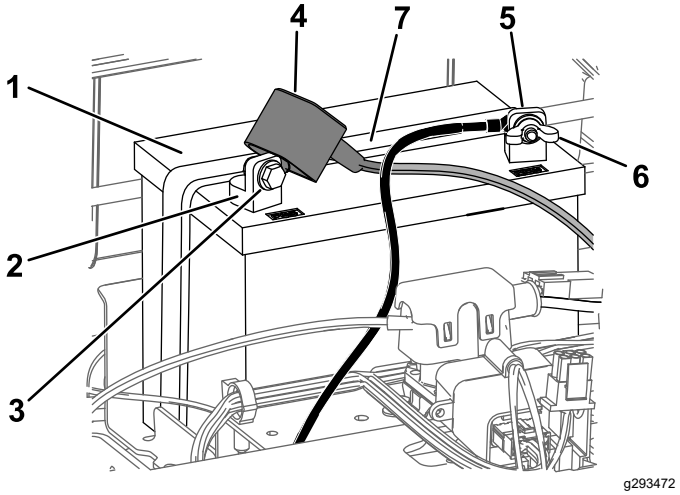

Figur 50
4. Koble den negative (svarte) grunnkabelen fra batteripolen (Figur 50).
6. Koble den positive (røde) grunnkabelen fra batteripolen (Figur 50).
7. Fjern batteriholderen (Figur 50) og ta ut batteriet.
1. Still batteriet i holderen (Figur 50).
5. Fest batteriet med tilholderen (Figur 50).